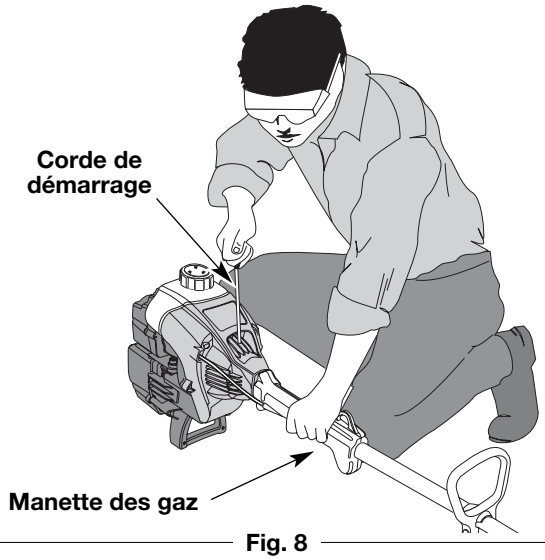

Fig. 8
AVERTISSEMENT: évitez tout démarrage accidentel. Tenez-vous en position de démarrage lorsque vous tirez sur la corde de démarrage (Fig. 8). L'opérateur et l'appareil doivent tous deux être en position stable pour éviter des blessures graves.
4. Accroupissez-vous en position de démarrage (Fig. 8), pressez la déverrouilleur de manette des gaz et la manette des gaz et tirez le cordon de démarrage d'un **mouvement contrôlé et ferme** à 5 reprises.